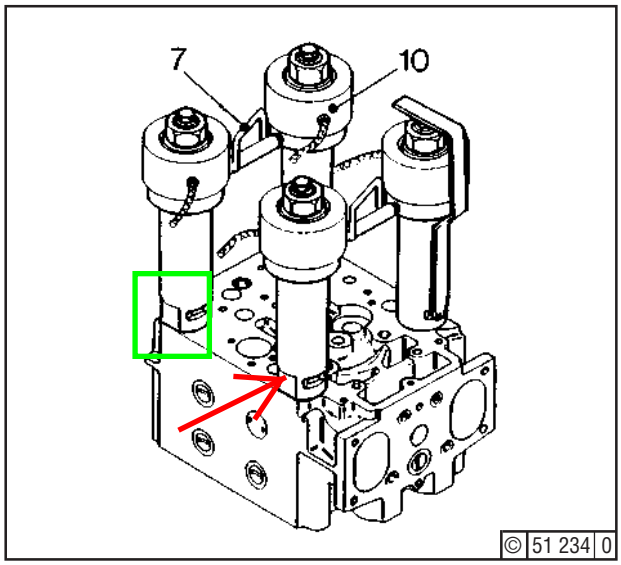

Fig. 5
Position bushes (11) (two pairs - fig. 5) **with yoke (7)** and tool (19). Make sure that no bush is in contact with an adjacent cylinder. Fit washers (9) and screw together with hex. nuts (8) until tool piston is flush with cylinder. Back nuts (8) through one turn.